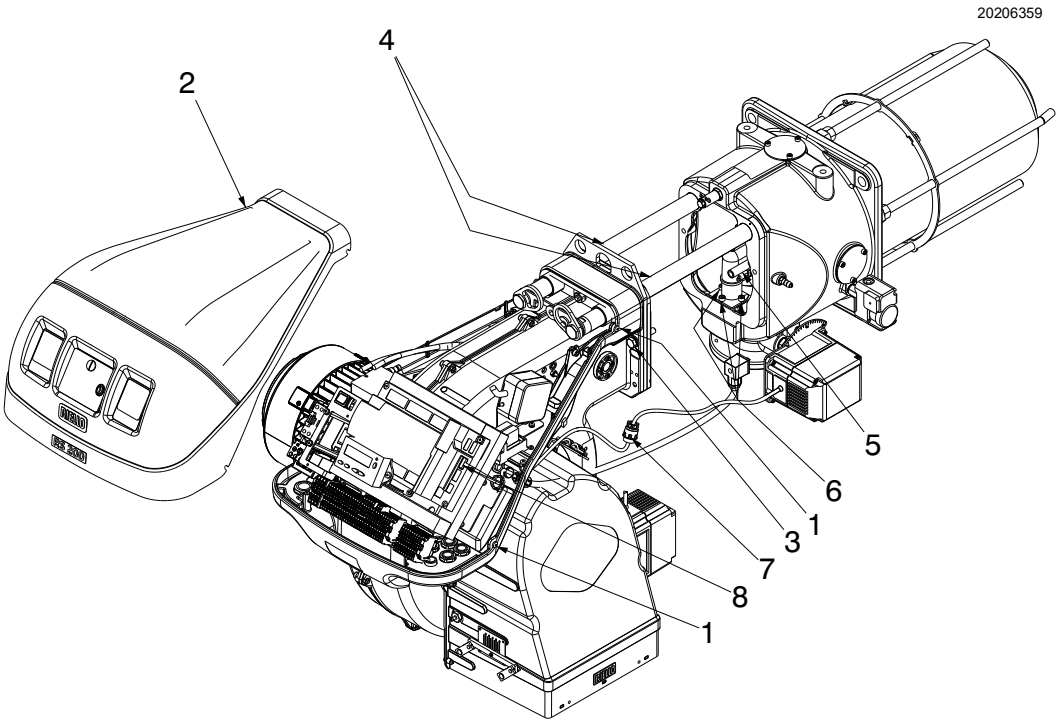

Abb. 41
Sicherstellen, dass die Gasaustritte für die Zündphase, die im Verteiler des Flammkopfs vorhanden sind, keine Verunreinigungen oder Rostablagerungen aufweisen. Im Zweifelsfall das Bogenstück (Abb. 41 auf Seite 55) ausbauen.
- ➤ Die 4 Schrauben 1)(Abb. 41) lockern, dann die Verkleidung 2) abnehmen.
- ➤ Fügen Sie die Schrauben 3)(Abb. 41) wieder ein und ziehen Sie die Fühler- und Elektrodenkabel dann vorsichtig nach außen, bis sie leicht gespannt sind.